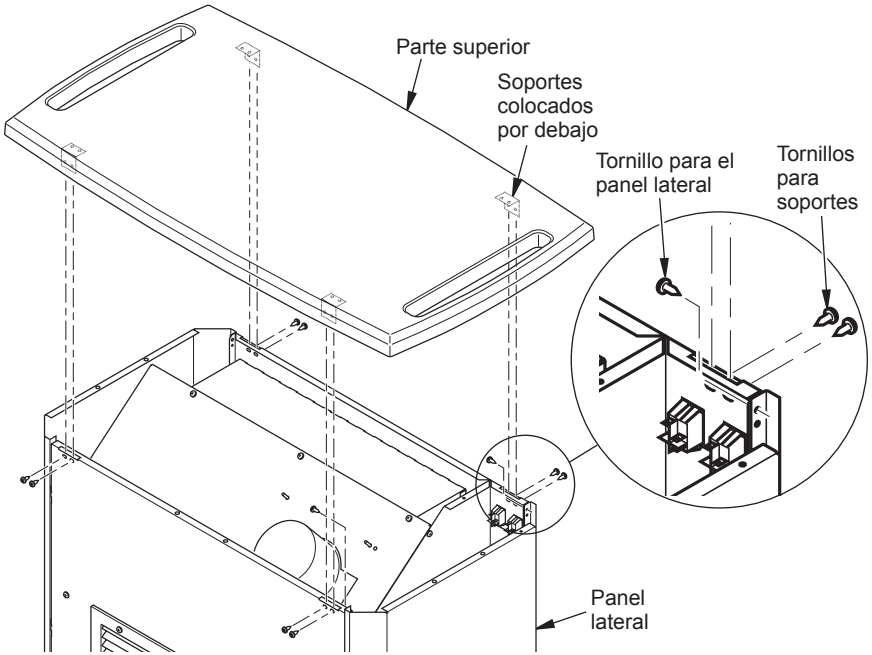

Figura 10 - Desmontaje de la parte superior y el panel lateral
1. Retire los 8 tornillos que sujetan los soportes de la parte superior a los paneles del chasis. Retire la parte superior y apártela (consulte la figura 10).
2. Retire los 2 tornillos que sujetan el panel lateral al borde superior. Quite los 3 tornillos del borde exterior inferior (consulte la figura 10). Presione y levante el panel lateral.